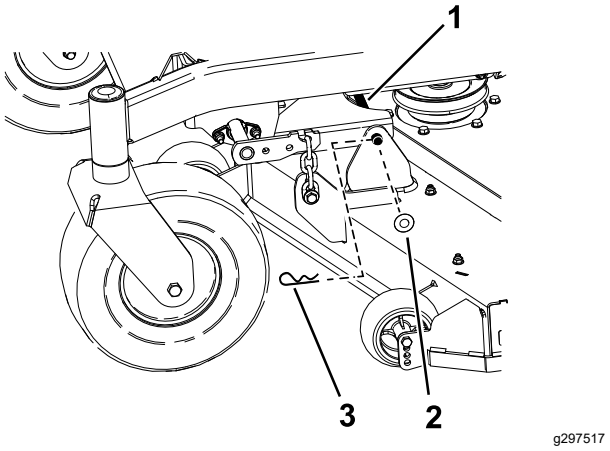

Figur 76
6. Ta bort hårnålssprinten och brickan som fäster länkpinnen till ramen och däcket, och ta bort länkstången (Figur 76).
9. Fäst länkpinnen med hårnålssprintarna och brickorna som togs bort tidigare (Figur 76).